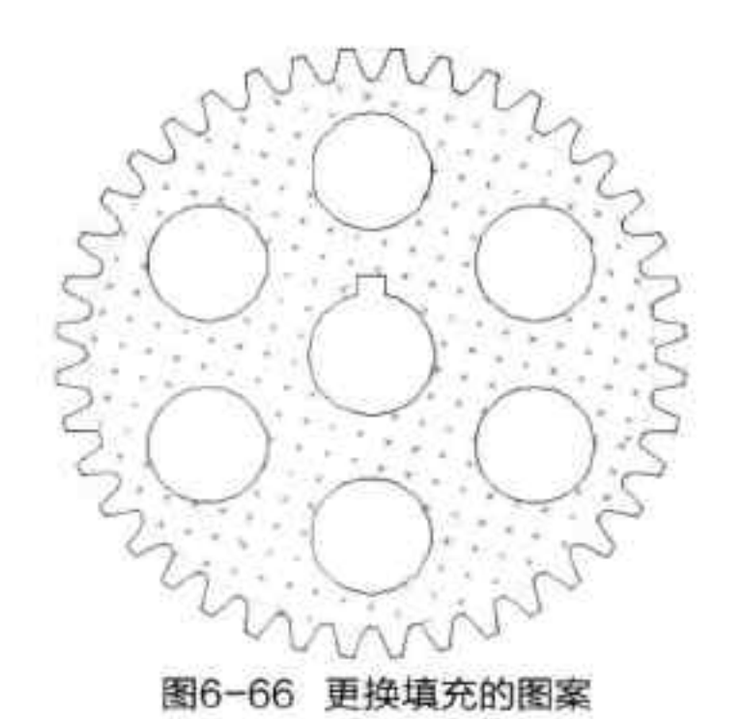

图6-66 更换填充的图案
Step 06 若想更改当前填充的图案，只需执行“图案 > 图案填充图案”命令，在下拉列表中，选择新图案即可，如图 6-66 所示。